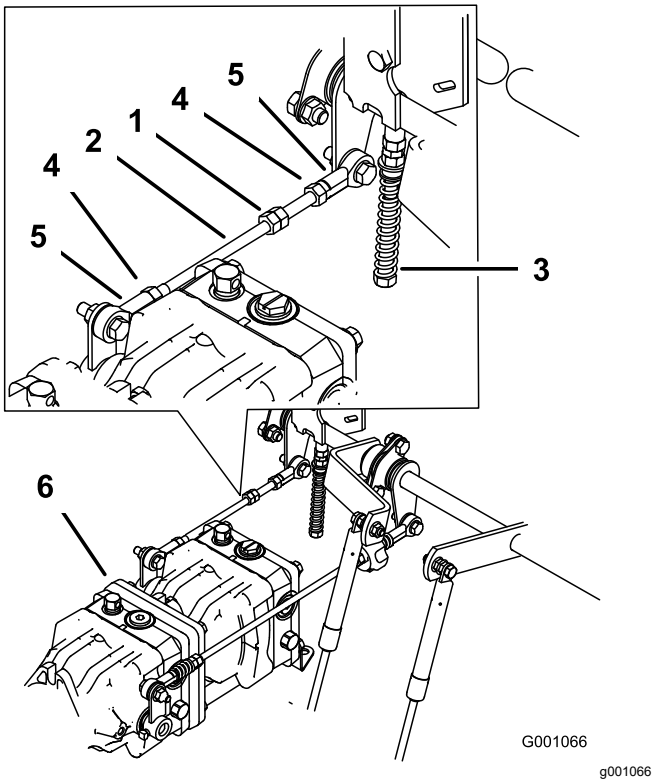

Figuur 99
1. Draai de borgmoeren op de kogelverbinding op de bedieningsstang van de pomp los (Figuur 99).
3. U stelt de lengte van de pompstang af door de dubbele moeren op de stang in de juiste richting te draaien, totdat de het wiel stil staat of iets achteruit kruipt (Figuur 99).
6. Draai de borgmoeren op de kogelverbindingen vast (Figuur 99).